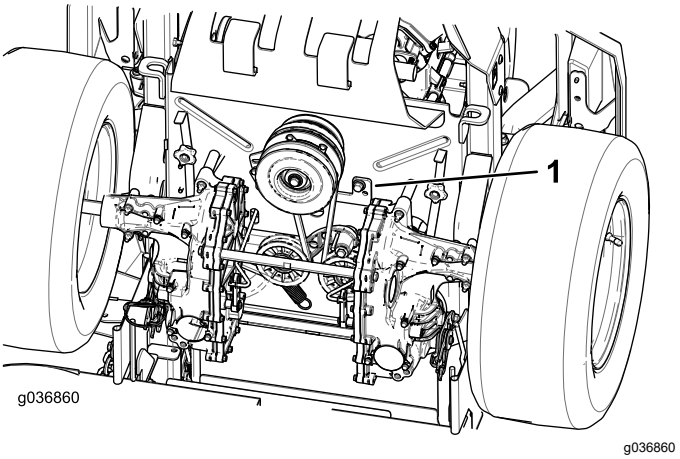

Figuur 64
5. Verwijder de aanslag van de koppeling (Figuur 64).
9. Monteer de aanslag van de koppeling (Figuur 64).